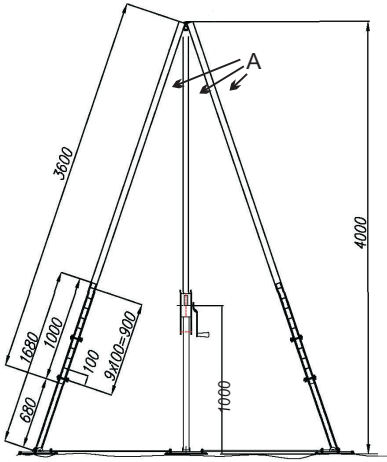

рис. 1
- Имеет 3 стальные наклонные опоры (рис. 1, А), каждая из которых состоит из двух колен: верхнее (D60мм) длиной 3600мм, нижнее (выдвижное, D57мм) длиной 1680мм.